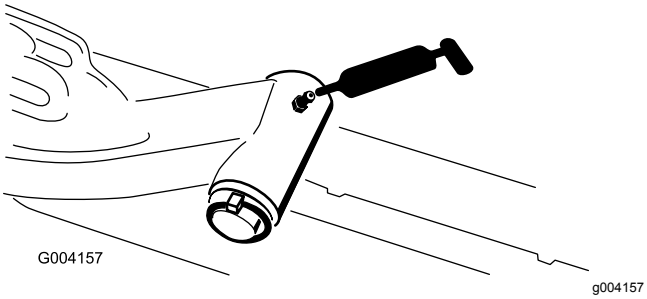

**Figur 46**
- Løftearmenes drejeaksel (1 hver) (Figur 46)